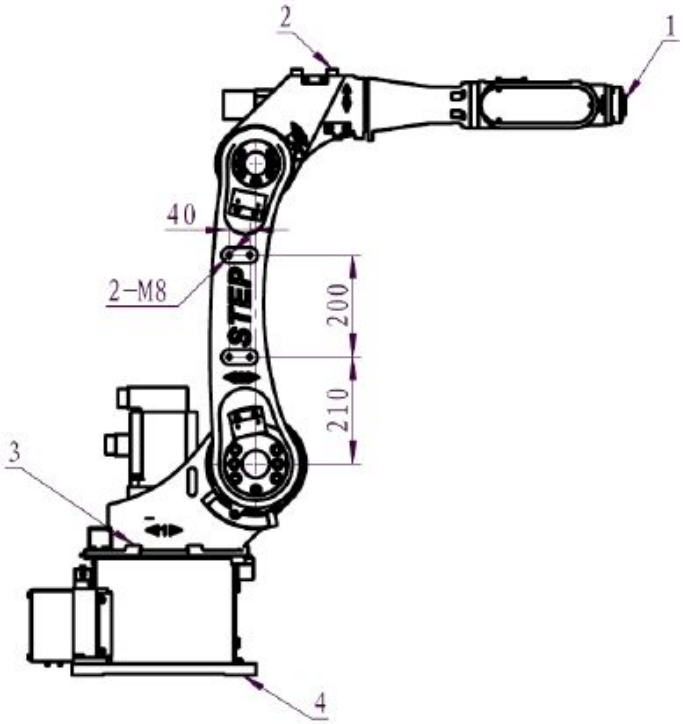
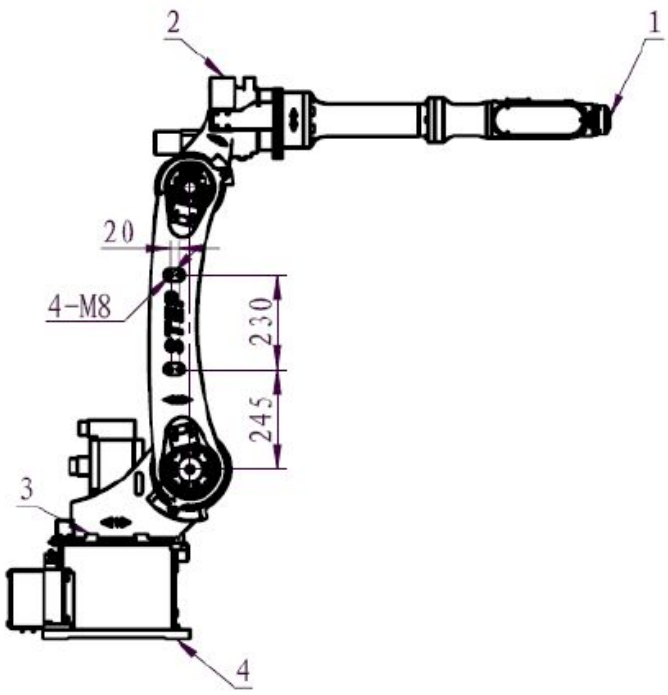

Figure 3-4 Upper Arm Auxiliary Mounting Hole Dimensions of SA1400
Figure 3-5 Upper Arm Auxiliary Mounting Hole Dimensions of SA1800
2. The upper arm auxiliary mounting hole dimensions of SA1400 are shown in fig.3-4; The upper arm auxiliary mounting hole dimensions of SA1800 is shown in fig.3-5.